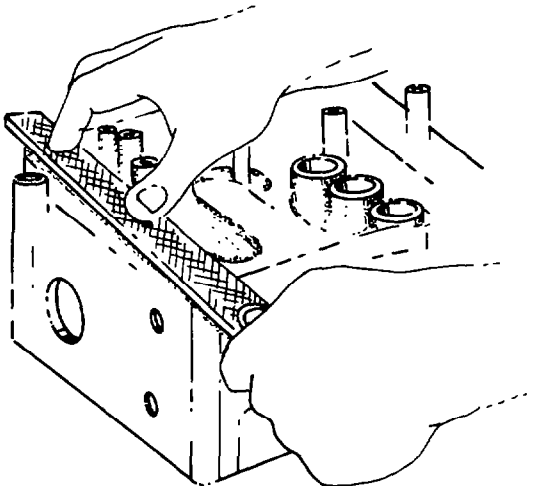

Fig. 7 — De-burring Head Surface
a. De-burr the head to be sure that it lies flat during the machining process (see fig. 7).